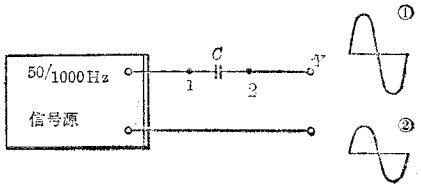
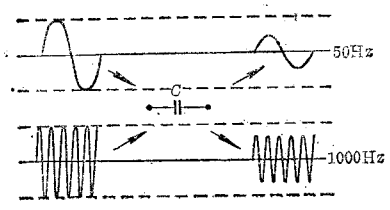

图 5
图 6
(1) 电容器的容抗
如图5所示，信号频率置于50Hz，C 用0.1μF。先把示波器 Y 接"1"位置，调节示波器 Y 衰减和信号源输出，使波形形成满幅度，如①所示。然后 Y 接"2"，波形幅度变小，如②所示。说明电容器有容抗。
(2) 容抗和频率的关系
示波器接在"1"(如图5)，调节信号源使在50Hz和1000Hz时示波器上波形满幅度。以后，示波器 Y 接"2"，这时把上述两个频率的信号再通入，在示波器上可见到不同幅度的波形，如图6所示，从衰减的大小可以说明电容不变时，频率愈高，容抗愈小。